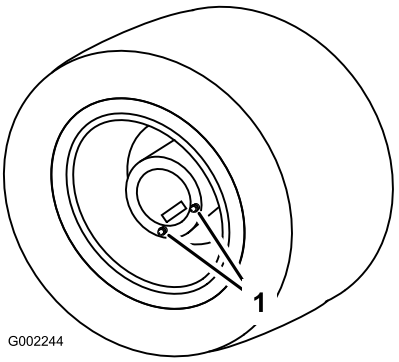

Figur 46
1. Ställ gräsprutan på ett plant underlag med bakhjulen placerade i avtappningsläge såsom visas i Figur 46.
3. Ställ ett kärl under avtappningspluggarna och ta bort dem från hjulet (Figur 46).